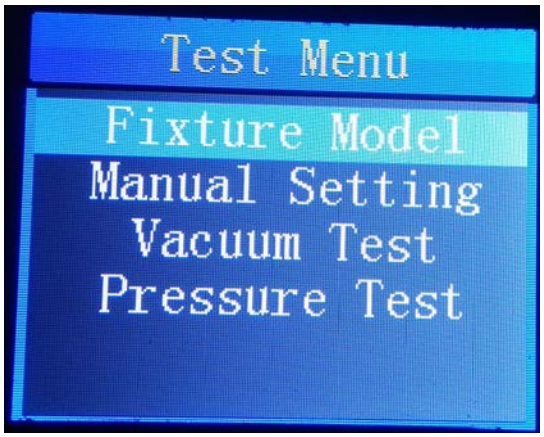

Figure 2
2. Enter the **Test Menu** and use the **UP/DOWN** button to select **Fixture Model**(Figure 2)**,** press the **ENTER** button to confirm, press the **MENU** button to exit.